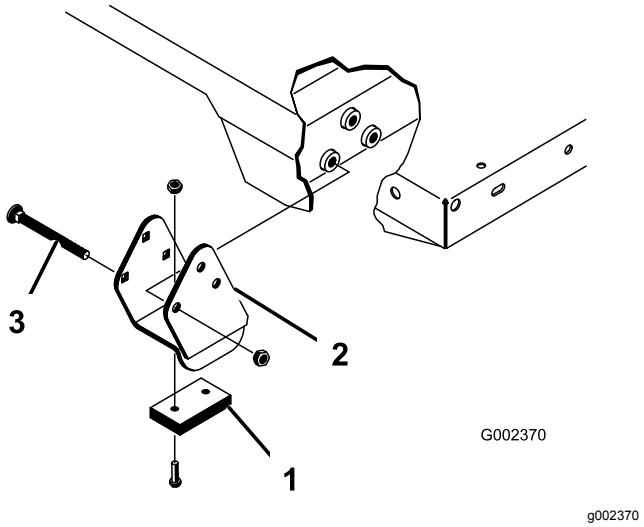

Rysunek 25
Upewnij się, że wsporniki przekładek i nakładki (Rysunek 25) są zamontowane tak, aby łby śrub podsadzanych znajdowały się wewnątrz maszyny.
2. Ostrożnie ustaw platformę na ramie maszyny, dopasowując otwory osi obrotu z tyłu platformy do otworów w kanale tylnej części ramy, i zamontuj dwa sworznie z łbem płaskim i zawleczki (Rysunek 25).
4. Sworzeń z łbem płaskim włóż od zewnątrz platformy zawleczką skierowaną na zewnątrz (Rysunek 25).